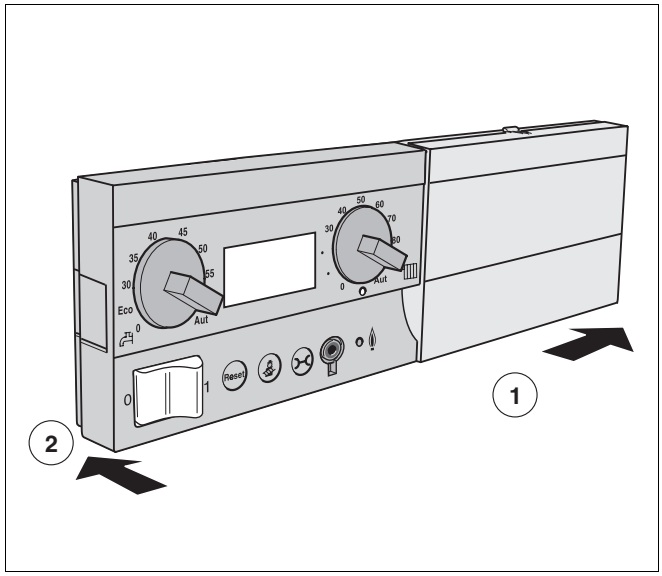

Afb. 8 Basiscontroller monteren
- Schuif de basiscontroller vooraan rechts in het lipje van het regeltoestel (afb. 8, **stap 1**).
- Druk de basiscontroller links tegen het regeltoestel, tot de basiscontroller vastklikt (afb. 8, **stap 2**).